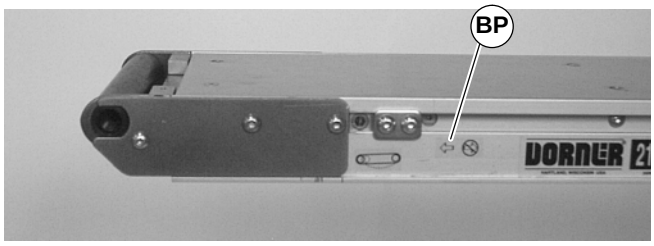
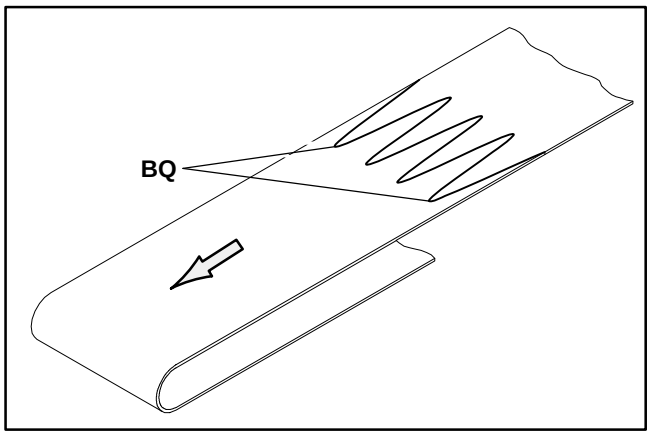

Figure 26
Figure 28
IMPORTANT: On a center drive conveyors, belt travel direction is identified by an arrow decal on the side of the conveyor (BP of Figures 26 & 27).
1. Orient the conveyor belt so that the splice leading fingers (BQ of Figure 28) point in the direction of belt travel as identified by the label (BP of Figure 26).